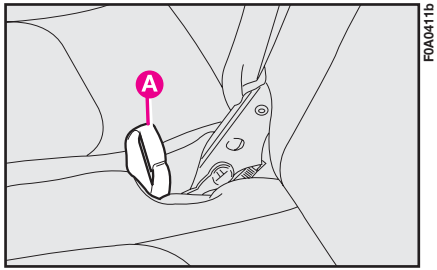
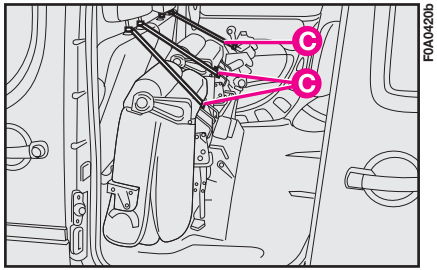

fig. 129
fig. 131
– renverser le dossier du siège central en tirant vers le haut la sangle A-**fig. 129**;
– assurer les sièges ainsi renversés en utilisant les sangles prévues **C-fig. 131** (une par siège) en les accrochant aux appuis-tête avant.
Pour repositionner les sièges, décrocher les sangles de retenu prévues **C-fig. 131**, renverser tous les sièges latéraux puis le coussin du siège central et, en tirant ensuite la sangle **A-fig. 129**, renverser le dossier et l'accrocher aux étriers de blocage prévus.